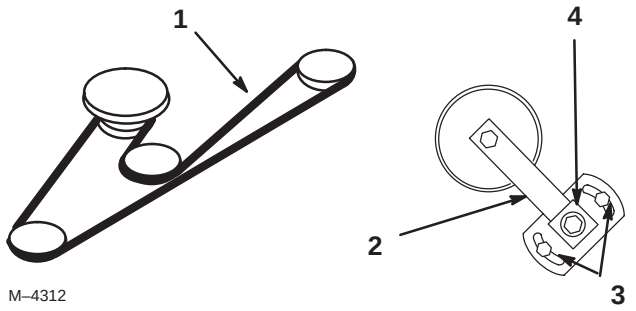

Figure 65
3. Desserrez les deux écrous de fixation de la plaque du bras de tension et déplacez ce dernier pour détendre la courroie sur la poulie de tension. Déposez la courroie usée du plateau de coupe (Fig. 65).
4. Installez une courroie neuve autour des poulies d'axe, du guide-courroie, de la poulie de tension et dans la gorge inférieure de poulie d'axe centrale (Fig. 65).